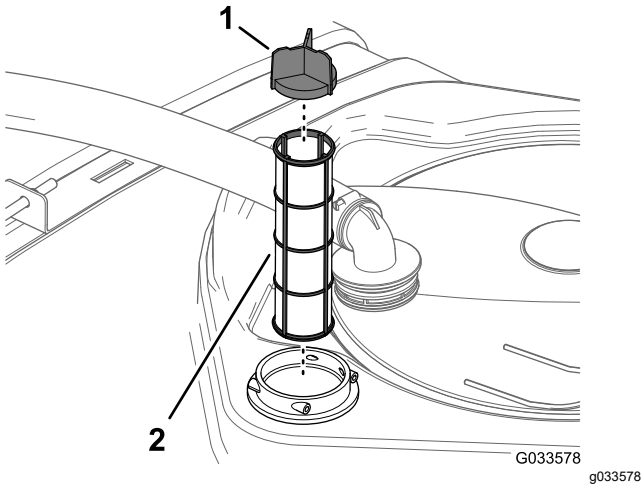

**Bild 55**
4. Ziehen Sie das Saugsieb aus dem Filtergehäuse im Behälter (Bild 55).